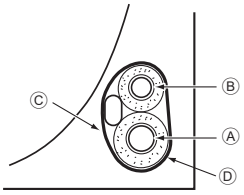

Rys. 4-5
4.5.1. Organizacja przestrzeni na rury urządzenia (Rys. 4-5)